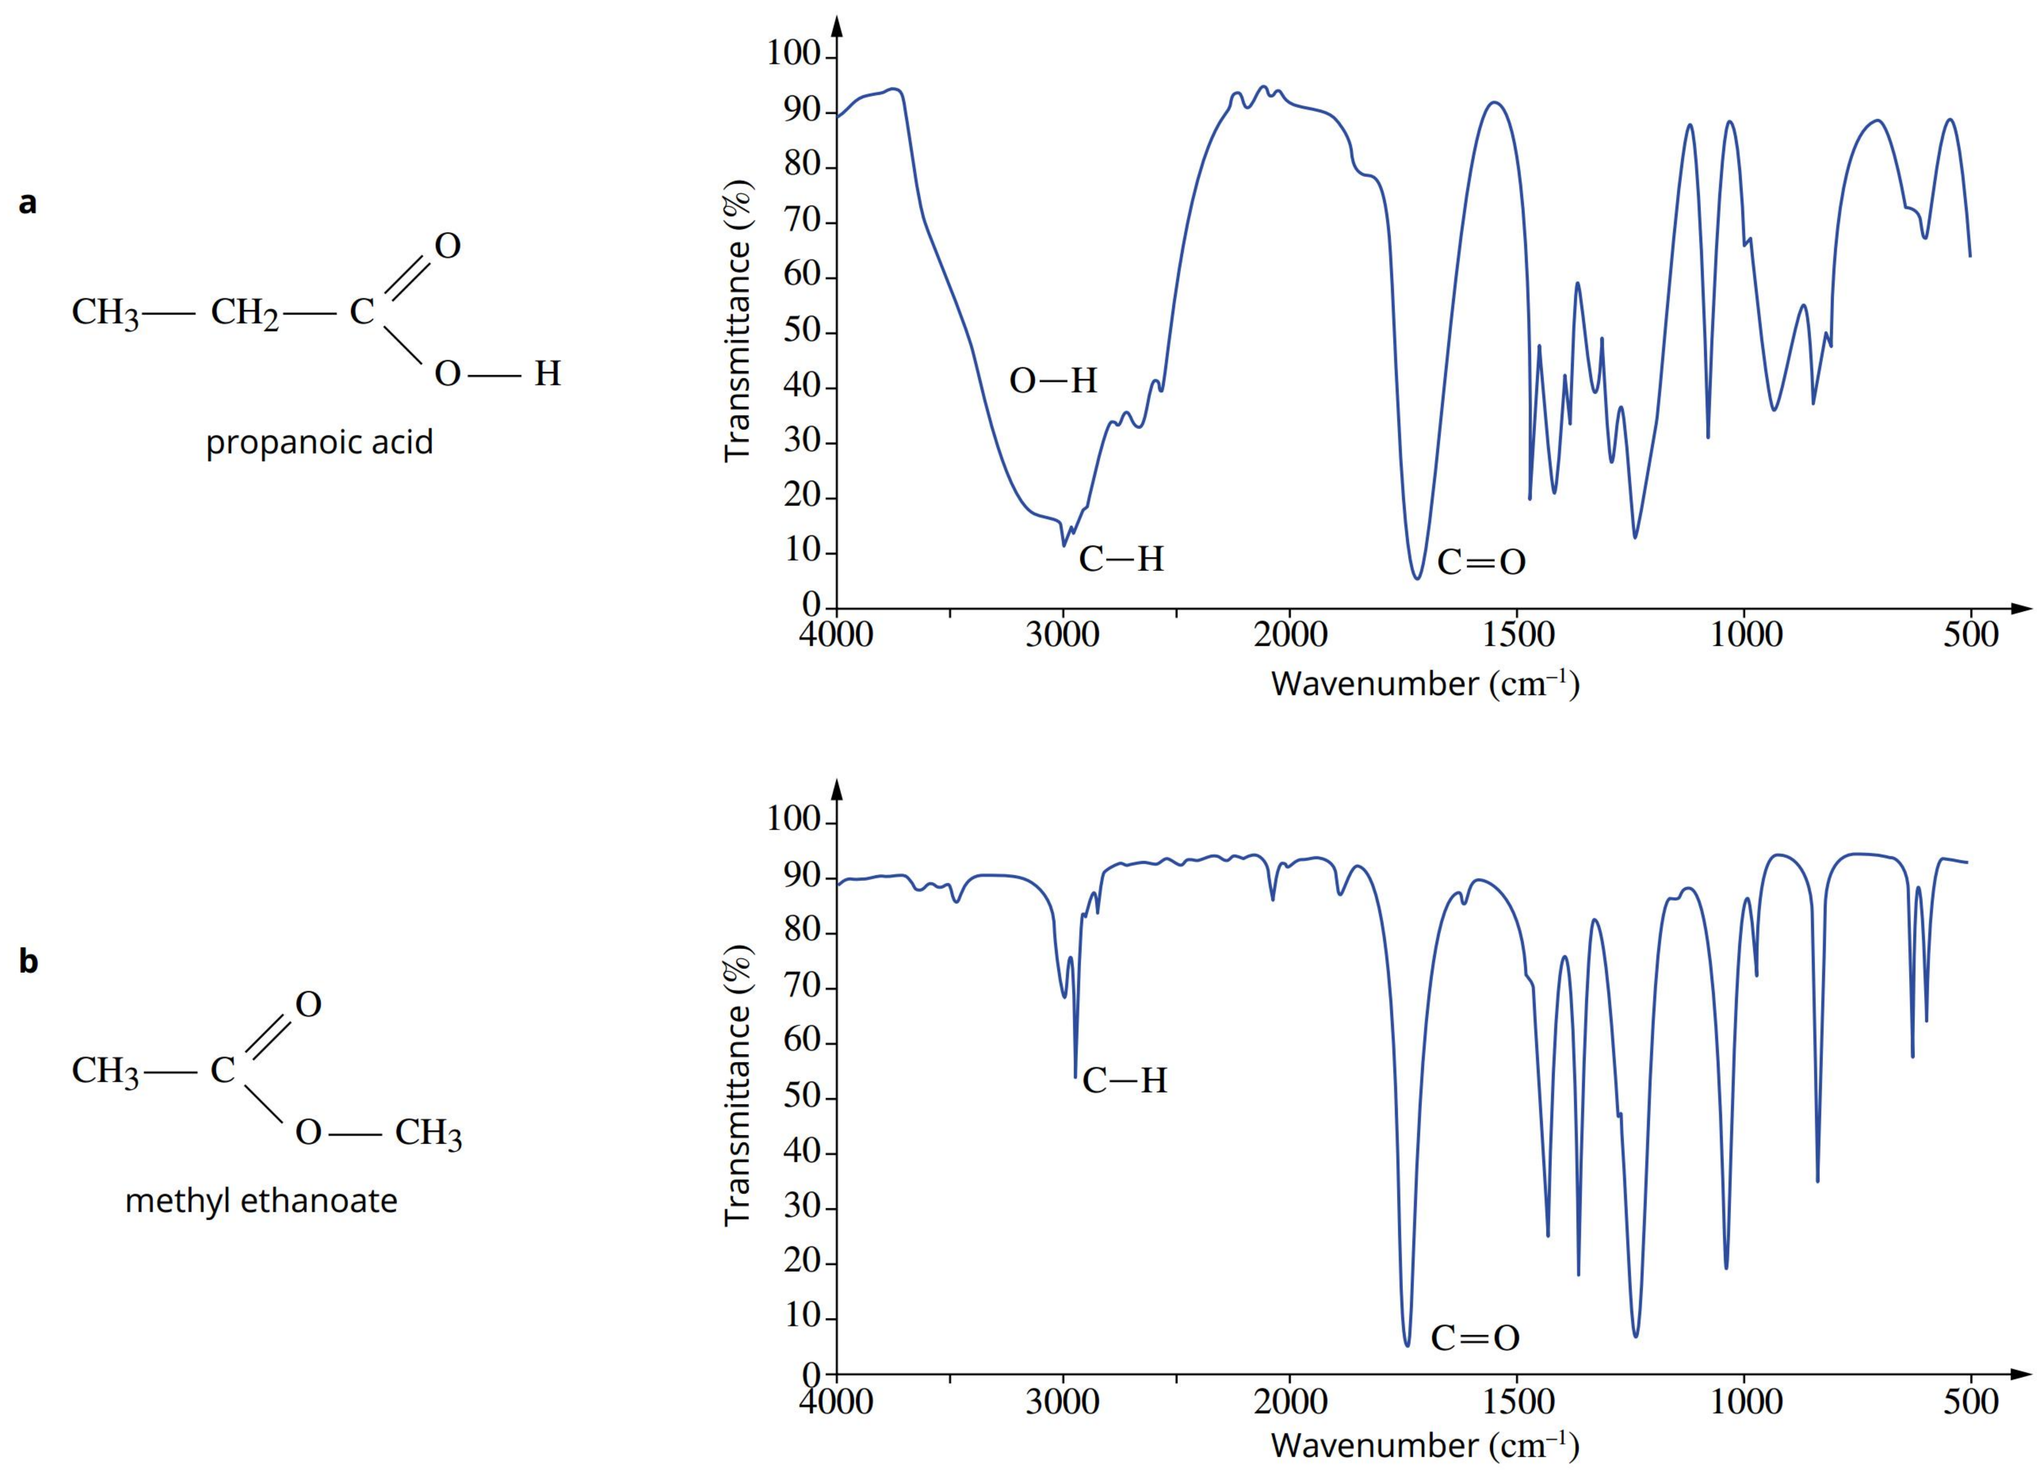

FIGURE 11.4.9 Infrared spectra of (a) propanoic acid and (b) methyl ethanoate
IR spectroscopy can be useful for distinguishing between very similar compounds. Consider the molecules propanoic acid and methyl ethanoate. These two compounds are isomers with the molecular formula $C_3H_6O_2$. The IR spectra of the compounds, shown in Figure 11.4.9, have some features in common and some differences. Both spectra have an absorption band at about 1700 cm^{-1} due to the stretching of the carbonyl (C=O) bond.
- Absorption bands can overlap and/or can be 'hidden' by other absorbance bands. Look closely at Figure 11.4.9. The C–H band at 3000 cm^{-1} is only partially visible in (a) compared to (b) due to overlap with the large and wide O–H band.